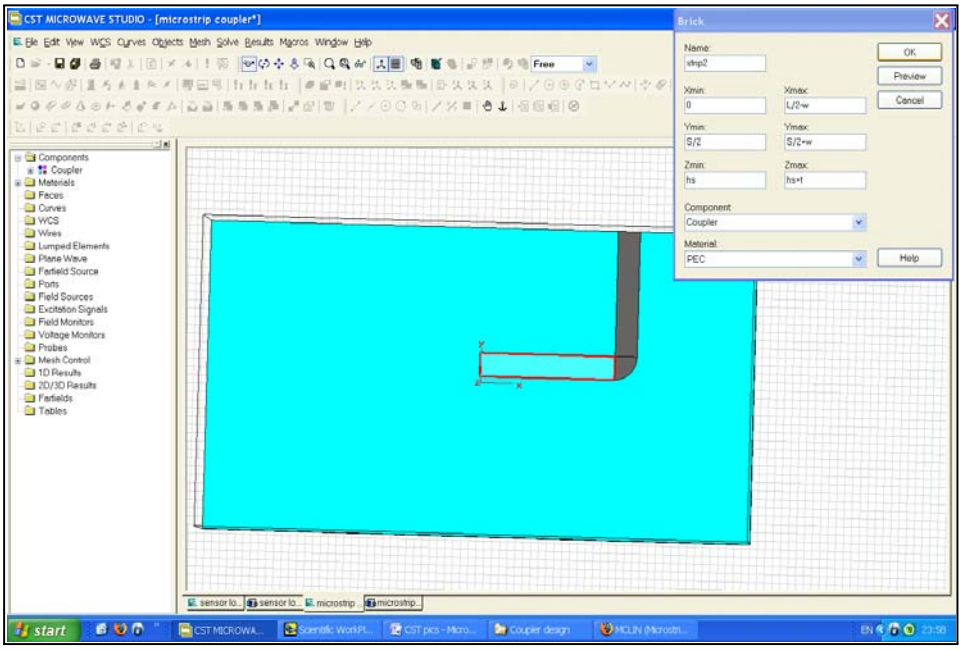

Figure 8 - Adding another strip.
9. Add another strip, as shown in Figure 8.